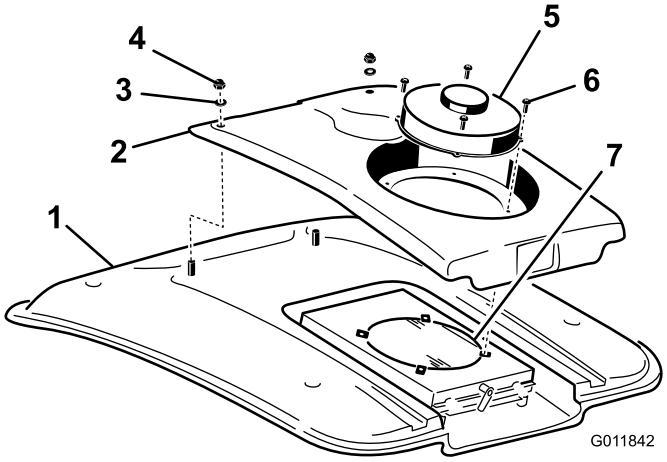

図 89
2. ファン取り付け部にファンとコンデンサを固定しているねじ4本を外す(図 89)。
4. コンデンサカバーの前部をキャブの屋根に固定しているナット2個とワッシャを外す図 89。
8. スクリーンを圧縮空気でていねいに洗浄する図 89。